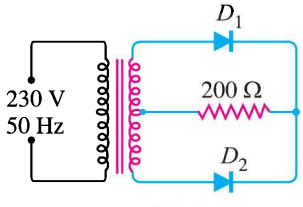

Fig. 6.76
7. In Fig. 6.76, the maximum voltage across half of secondary winding is 50 V. Find (*i*) the average load voltage (*ii*) peak inverse voltage (*iii*) output frequency. Assume the diodes to be ideal.